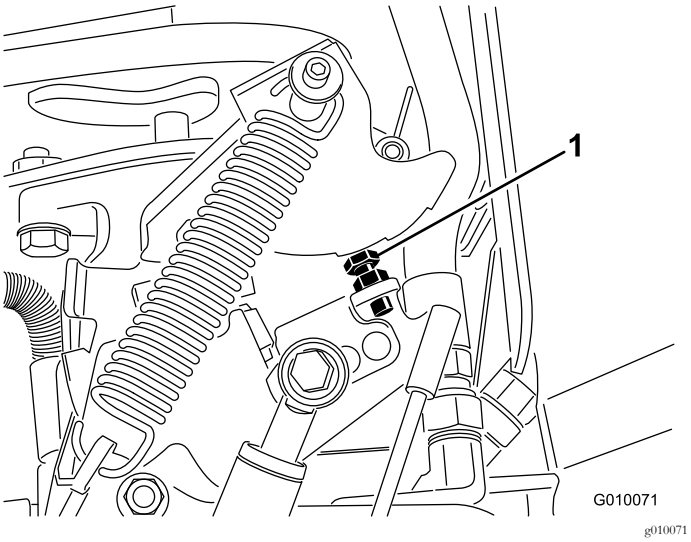

Figur 66
6. Hvis det er nødvendig med justering, vri pumpens stoppbolt (Figur 66) nærmere til stoppeplaten for å redusere hullavstanden eller vri stoppbolten vekk fra stoppeplaten for å øke hullavstanden.